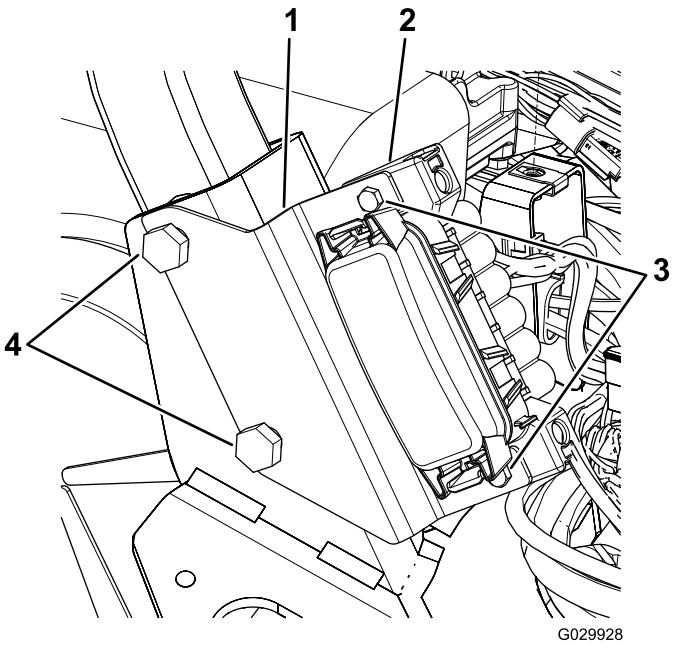

Figur 11
1. Løsne de to mutrene og boltene som fester høyre side av veltebeskyttelsen til maskinrammen (Figur 11).
2. Innrett slissene i sikringsblokkbraketten med boltene, som vist i Figur 11.
4. Bruk to skruer til å feste sikringsblokken til braketten (Figur 11).